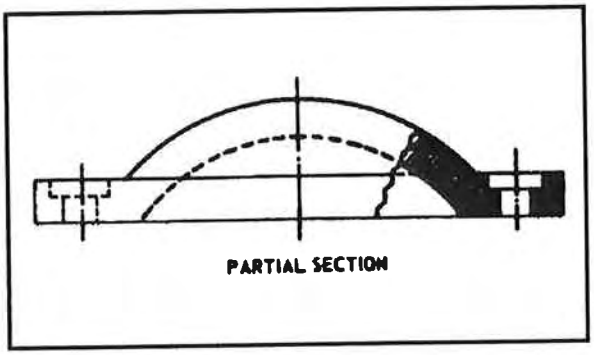

Figure 4-25. Sectional view (partial section)
- Partial section—represents a section on the object at the desired position (Figure 4-25); used when it is not desirable to make a complete sectional view.